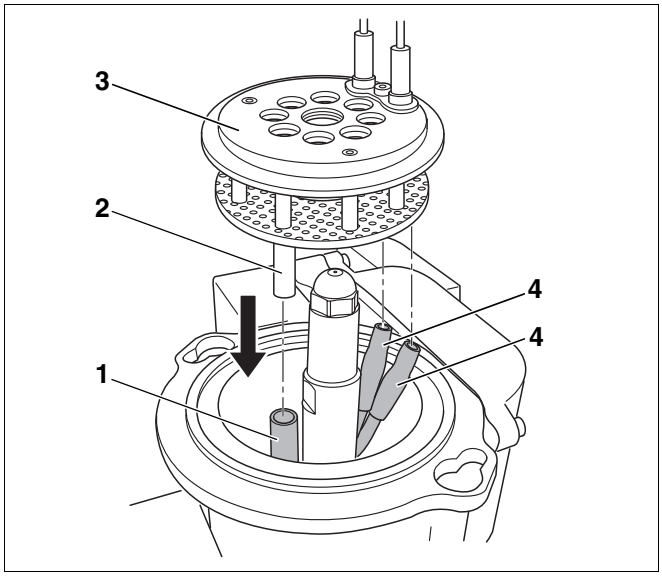

Abb. 27 Mischsystem montieren
- Mischsystem (Abb. 27, **Pos. 3**) wieder einsetzen.
- Zündleitungen (Abb. 27, **Pos. 4**) korrekt befestigen.
- Sichtrohr (Abb. 27, **Pos. 2**) in das Halterohr (Abb. 27, **Pos. 1**) schieben.